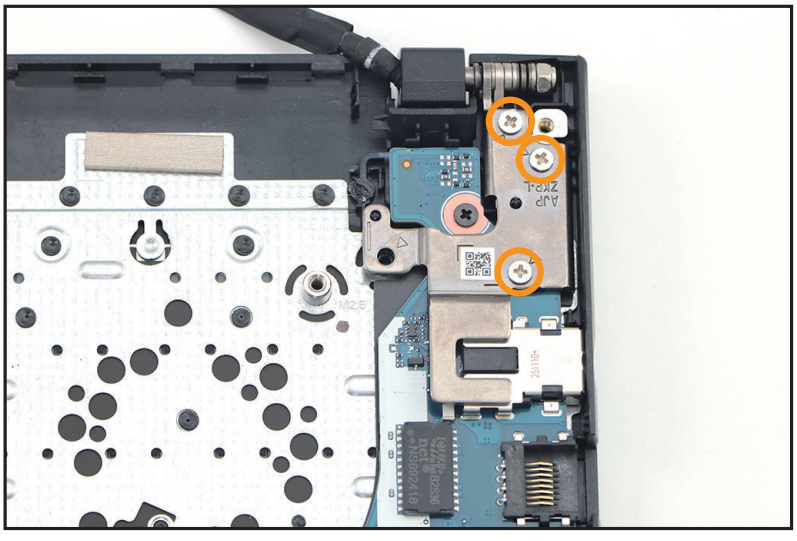

Figure 1-38. Mainboard Removal
2. Remove three (3) screws securing the LCD hinge (Figure 1-38).